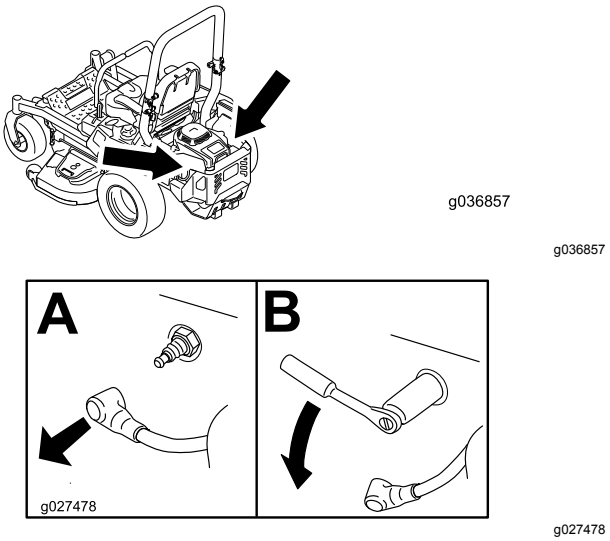

Figure 45
4. Localisez et retirez la ou les bougies comme montré à la Figure 45.